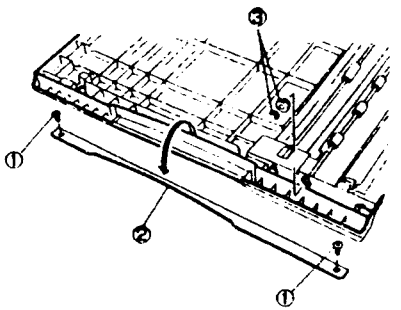

Рис. 2 SDF4-19
5. (Рис. 2): Снимите опору и подшипник.